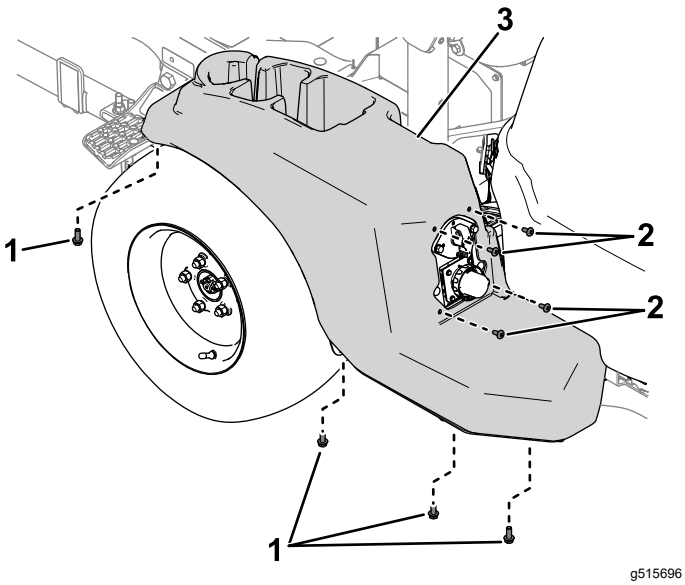

Figur 1
1. Fjern de bolte og skruer, der fastgør dækslet til venstre side af maskinen (Figur 1), og fjern dækslet.